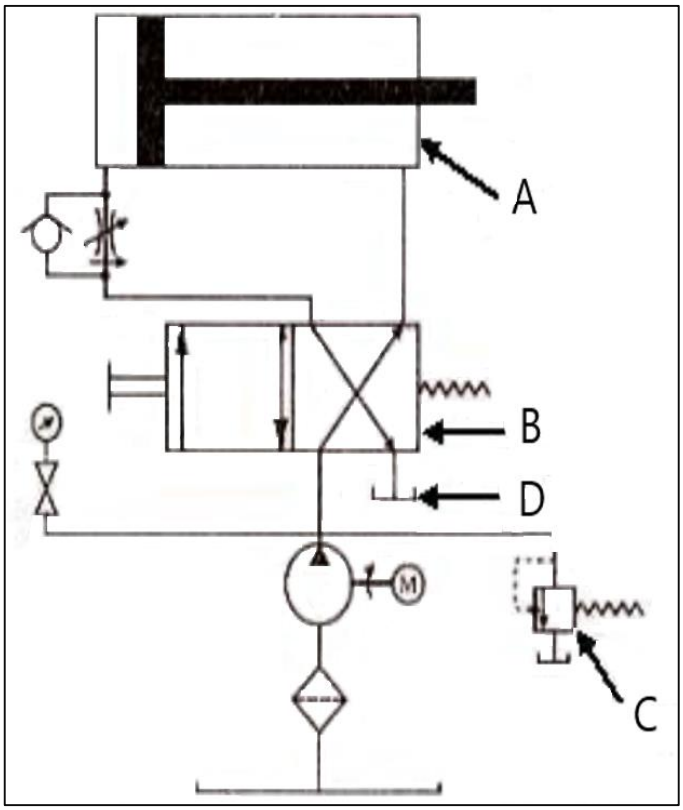

FIGURE 3
10.1 Name the components associated with the ISO symbols shown in FIGURE 3 below. Write only the answer next to the letter (A–D) in the ANSWER BOOK. (4)